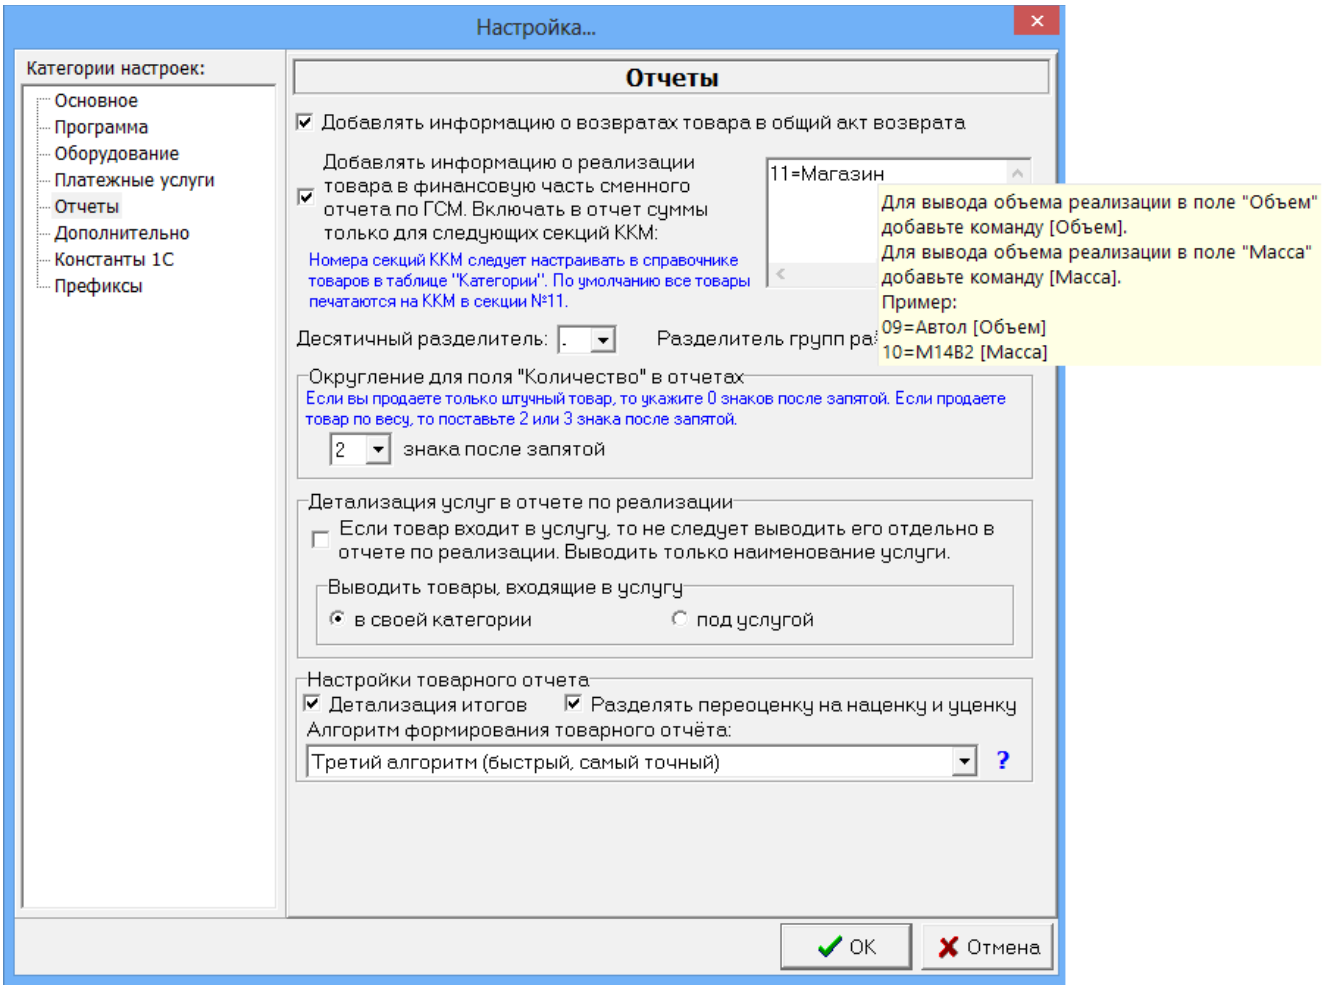

Рис. 15
1. «Добавлять информацию о реализации в фин. отчет для следующих секций ККМ» , при наличии галочки информация о реализации товаров будет попадать в сменный отчет по ГСМ. Любую категорию товара можно отделить от магазина, присвоив ей другой номер секции ККМ (например, 9=МАСЛА).Чтобы в сменном отчете кроме суммы отображался объем(шт) или масса задайте после наименования секции через пробел дополнительный параметр в квадратных скобках (см рис.15).